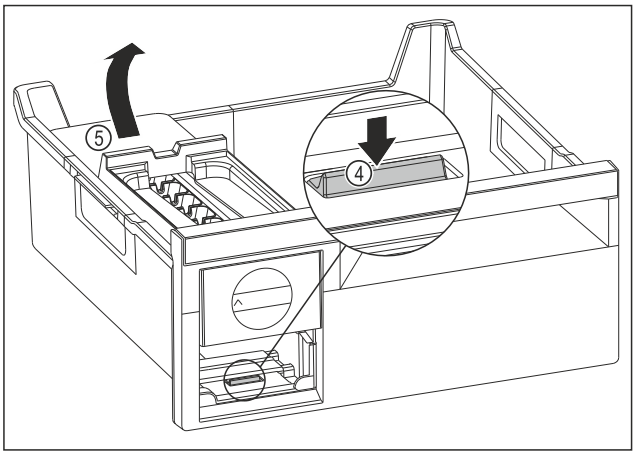

Fig. 105
▶ Retirer le corps de l'EasyTwist-Ice : Avec le doigt, pousser la languette *Fig. 105 (4)* vers le bas tout en soulevant de l'autre main le corps de l'EasyTwist-Ice *Fig. 105 (5)* depuis l'arrière.